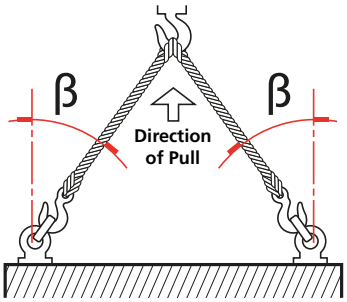

Rys. 7.1 Podnoszenie (siłownik jednostronnego działania do wielkości 161)
- W przypadku siłownika jednostronnego działania zawiesie łańcuchowe i tekstylne przyczepić na uchwytach do podnoszenia, jak pokazano na Rys. 7.1 .